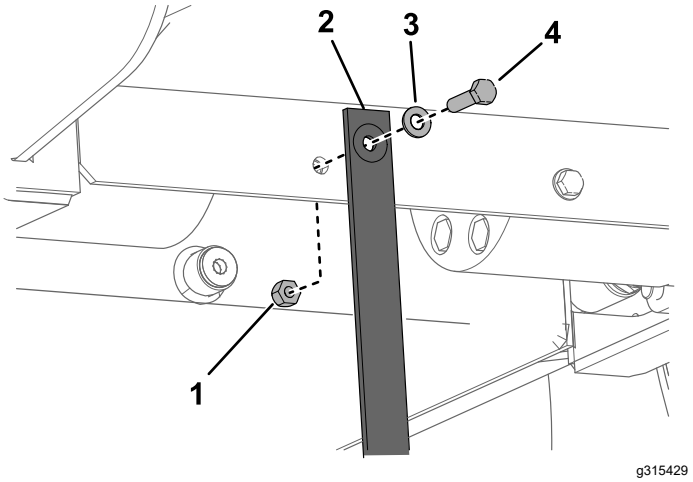

Figuur 32
3. Vervang de statische band onder het platform zoals getoond in Figuur 32.